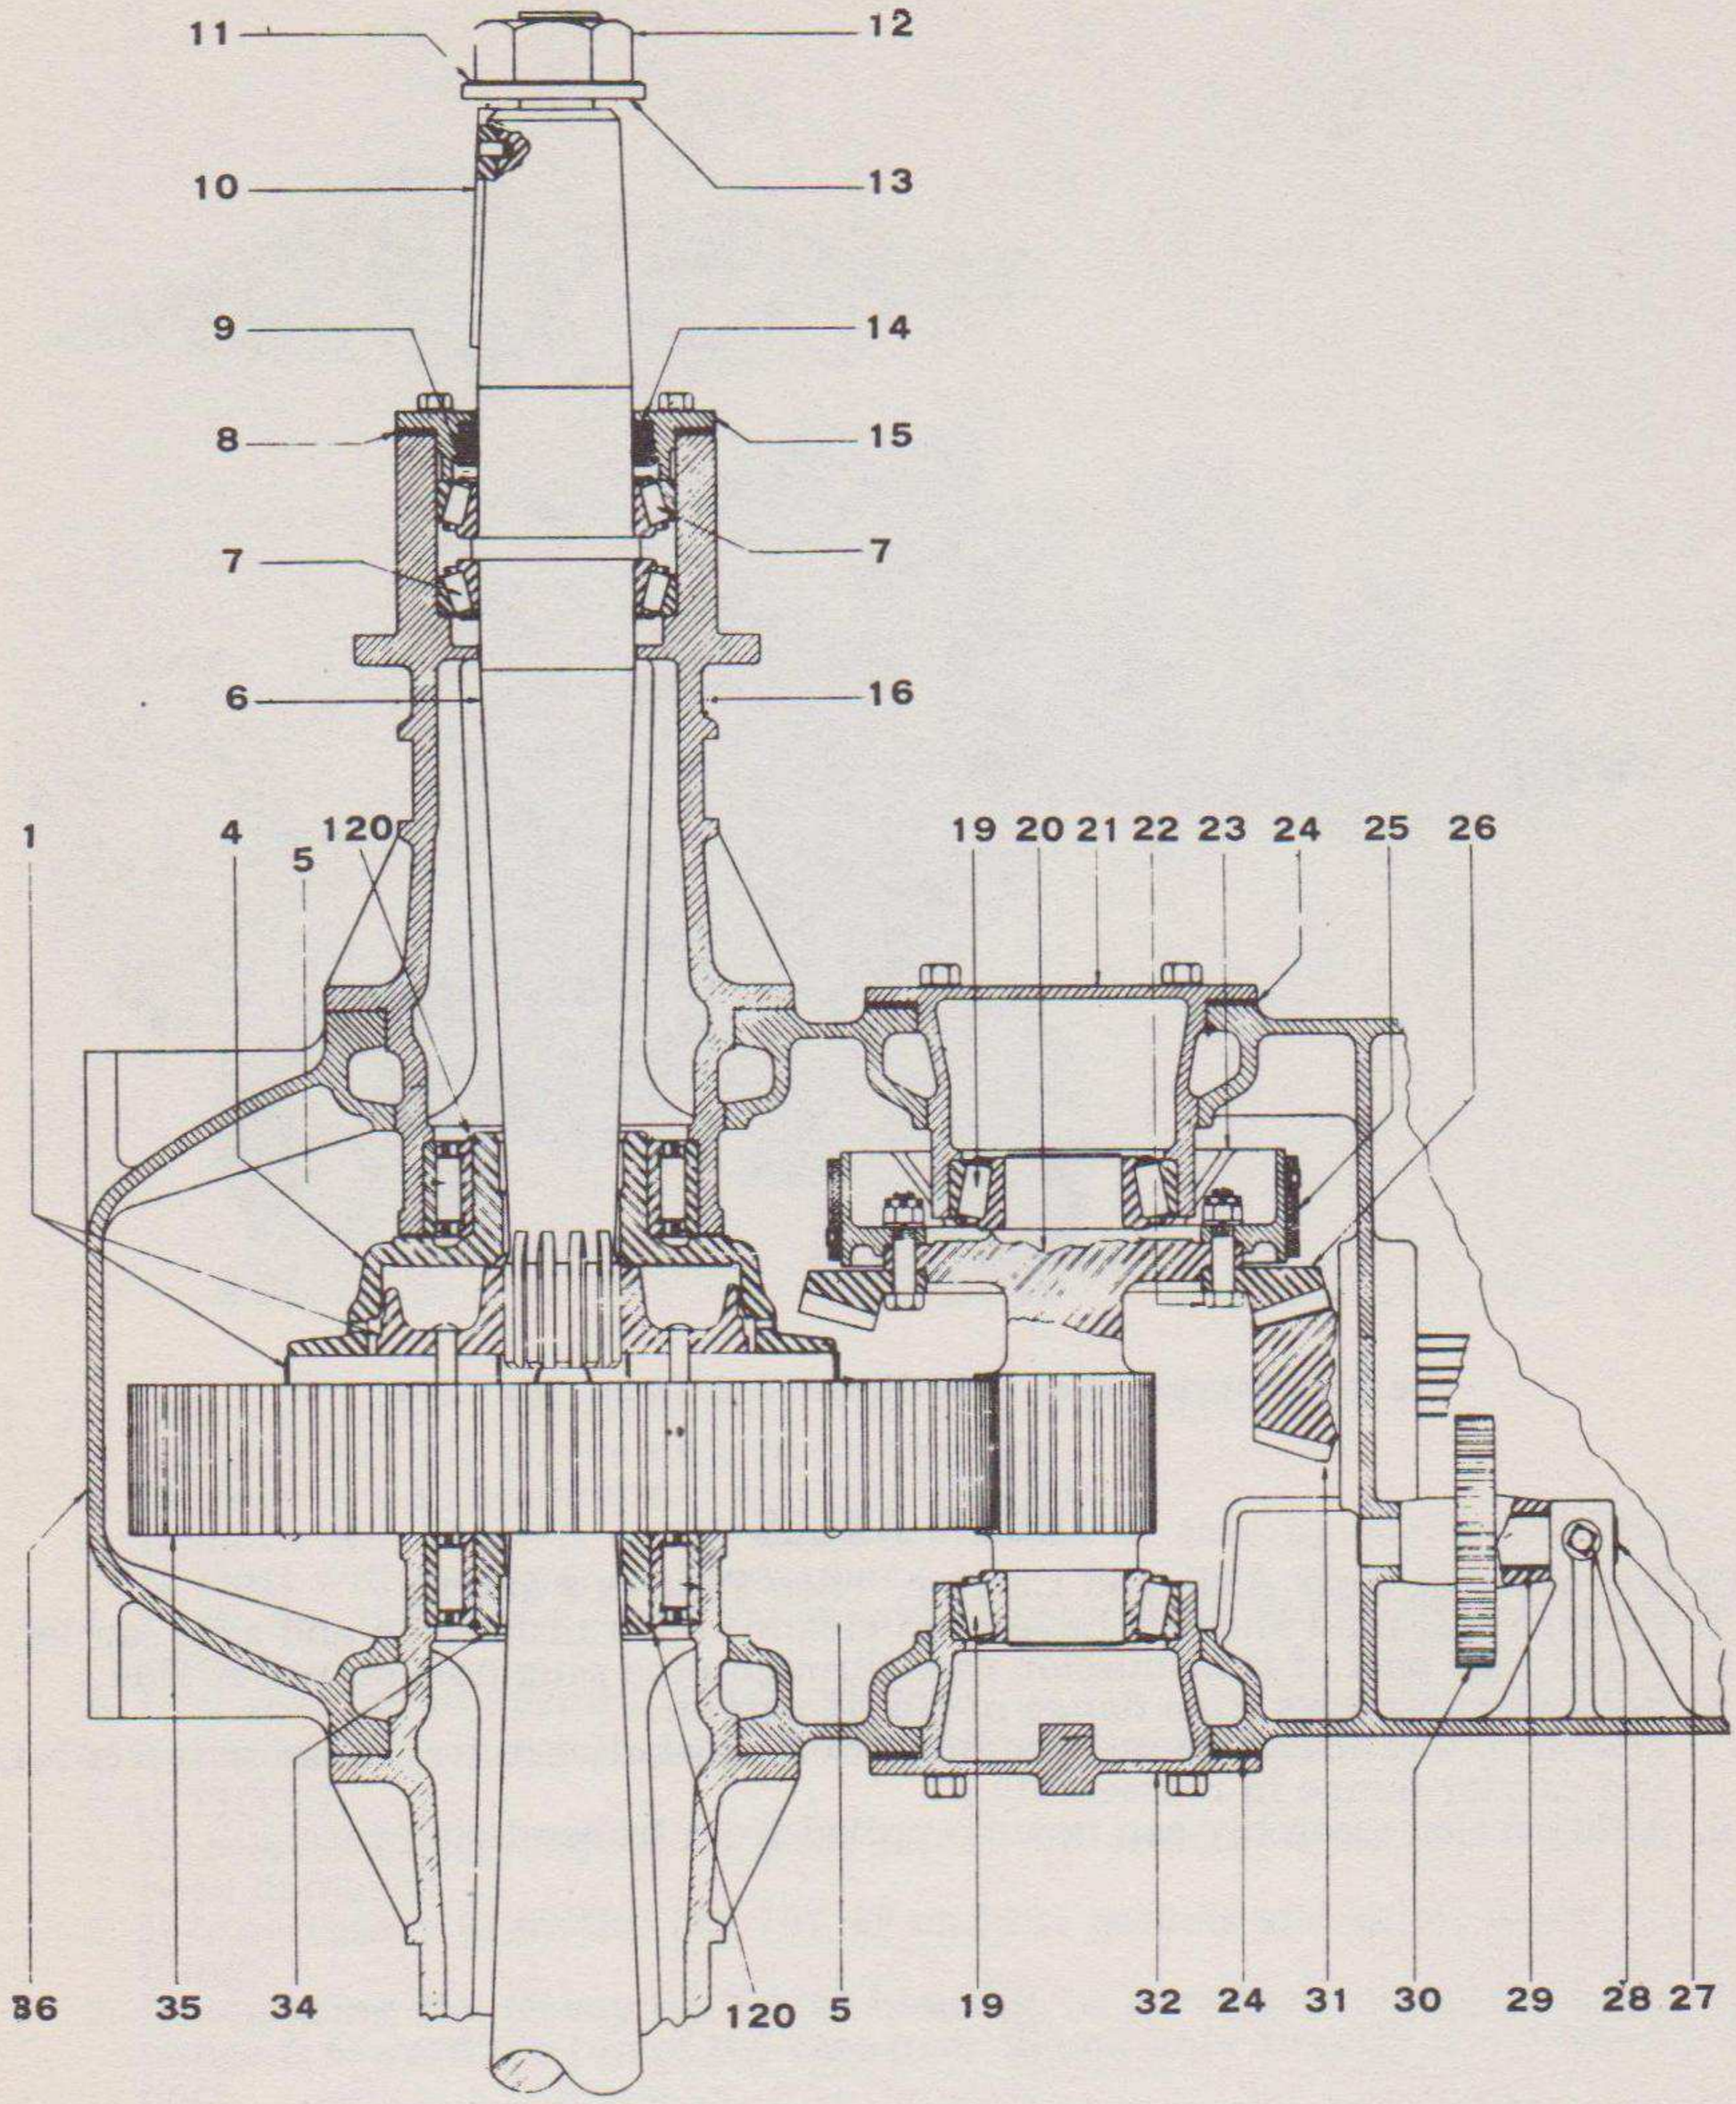

Fig. 9—Transmission Rear Compartment and Axle Carrier Assemblies
B. To Disassemble Rear Axle Carrier. (See Figures 9 and 10)
A. To Remove Bull Gear Assembly. (See Figures 9 and 11)
C. To Remove Bull Pinion Shaft Assembly. (See Figures 9 and 12)